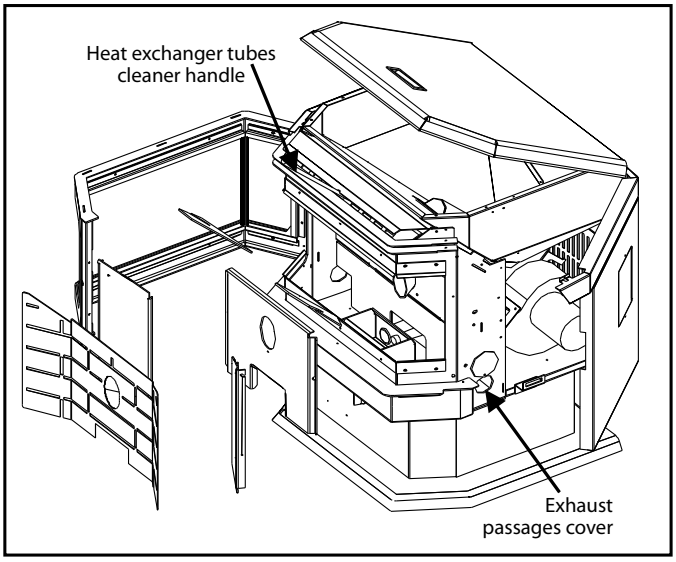

Figure 4: EF4 opened.
For bi-weekly clean out, ash may be removed from behind the steel plates by rotating the circular covers located behind the right and left side panels (see Figure 4). To open the side panels undo one (1) T-20 screw on each side (top front). When the side cabinet doors have been opened, there are two (2) round disks at the bottom of the firebox. Loosen, but do not remove, the screw on the disks and open, this will allow vacuuming behind the firebox liner's plates.
A handle is located under the hopper lid, in the center of the stove just above the door, pointed out in Figure 4. This handle is to be pulled up and down a few times **(ONLY WHEN THE UNIT IS COLD)** in order to clean away any fly ash that may have collected on the heat exchanger tubes. As different types of pellets produce different amounts of ash, cleaning of the tubes should be done on a regular basis to enable the unit to run efficiently.